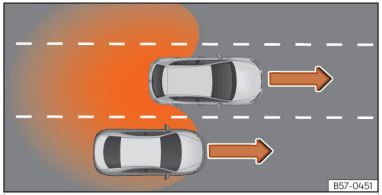

Abb. 151 Überholen auf der mittleren Spur und anschließender Wechsel auf die rechte Fahrbahn.
- Bei Überholung eines anderen Fahrzeugs ››› (Abb. 151) mit einer Geschwindigkeitsdifferenz von ca. 10 km/h (6 mph). Erfolgt die Überholung wesentlich schneller, erfolgt keine Anzeige.